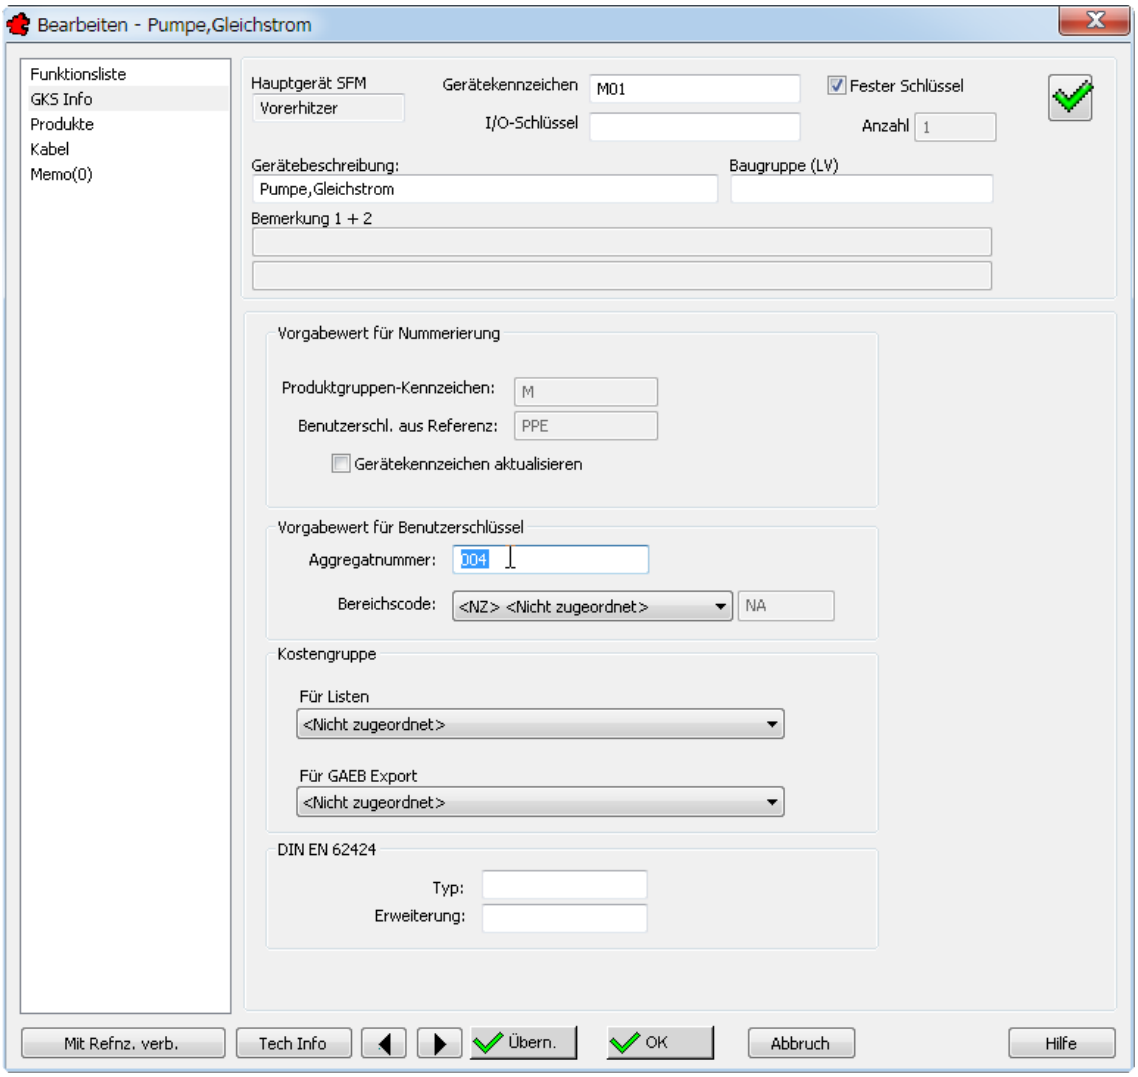

Bild 24.26 – Manuelle Definition der Aggregatnummer
- Wechseln Sie zur Rubrik *GKS Info* (Abb. 24.26).
Wenn Sie Teilschlüssel händisch definieren, muss der Benutzerschlüssel als *Fester Benutzerschlüssel* definiert werden, andernfalls wird die Zahl bei der nächsten Aktualisierung überschrieben (Abb. 24.26, Optionsfeld rechts oben).